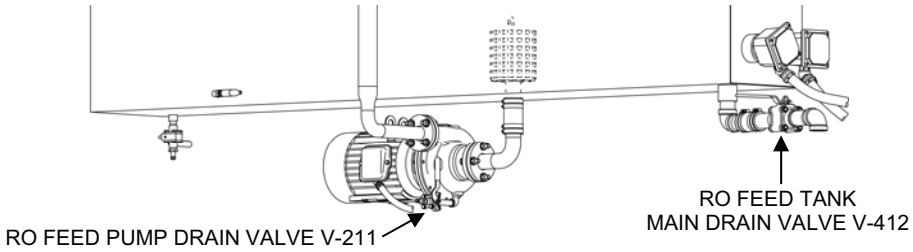

Figure 10. Valves for Flushing RO Feed Tank.
9. Flush the RO feed tank with product water as follows (Figure 10):